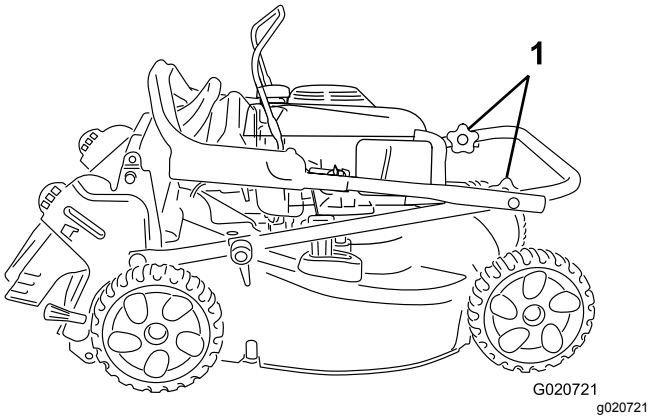

Bild 20
3. Drehen Sie das obere Teil des Griffs zurück in Richtung Motor, siehe Bild 20.